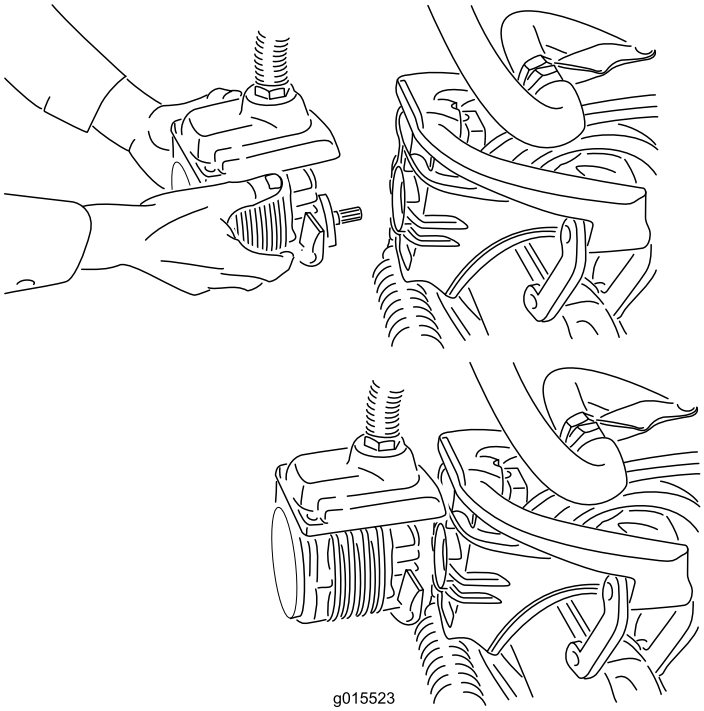

**Figur 40**
4. Flytta motorn till förvaringsutrymmet framför upphängningsarmen (Figur 40).